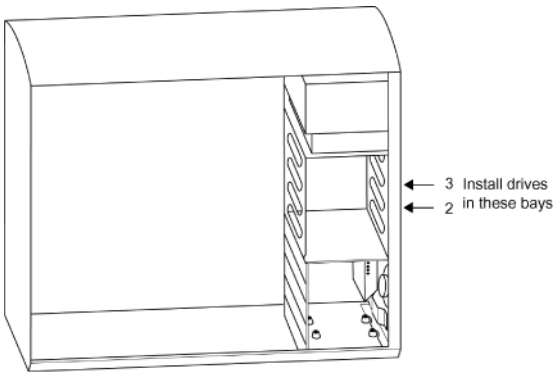
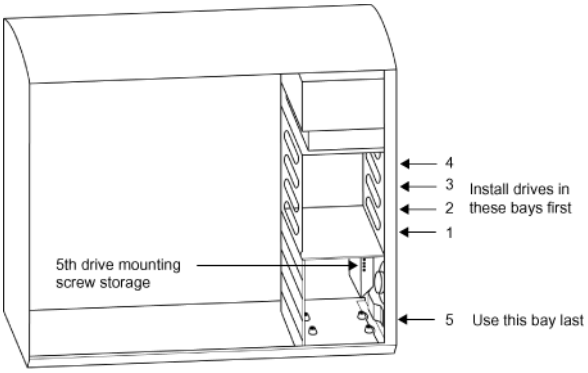

Figure 5-98 IDE Drive Loading Order
Figure 5-99 SCSI Drive Loading Order
1.) Insert the old drive (with the image data) into the bay of the new workstation. Load the drives in the order shown in Figure 5-98 (IDE) or Figure 5-99 (SCSI):
* Remove the three drive screws from the storage in the system chassis (Figure 5-99).